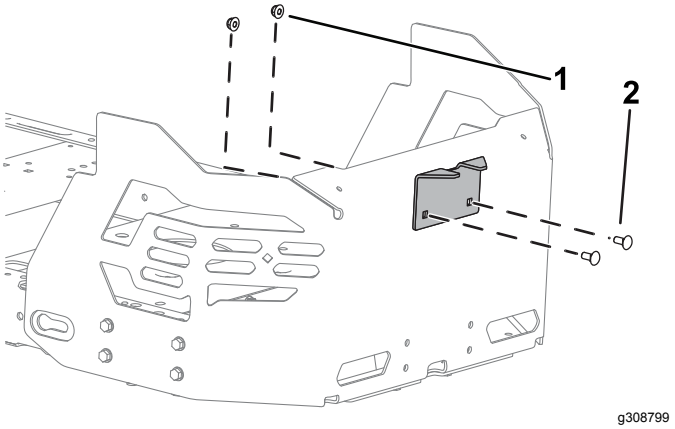

Figuur 14
2. Monteer de stabilisatiebeugel op het motorscherm; gebruik 2 slotbouten (5/16" x ¾") en 2 borgmoeren (5/16") zoals in Figuur 14.